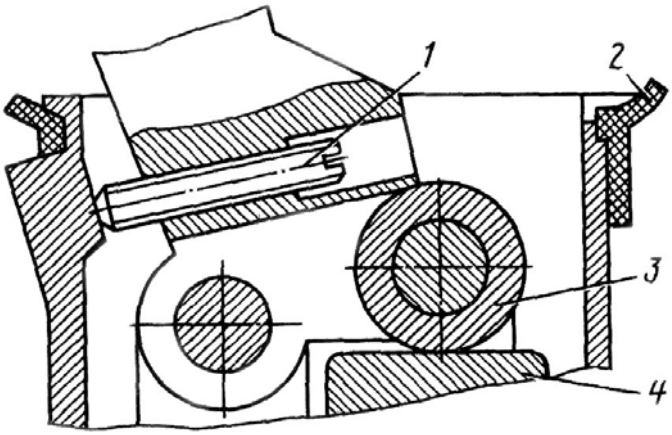

Рис. 85. Схема регулировки рычага тормозного крана:
6. Завернуть регулировочный винт 1 (рис.85) рычага до упора в корпус рычага так, чтобы не было зазора между роликом 3 и толкателем 4. Перед установкой винта нанесите на него герметик.